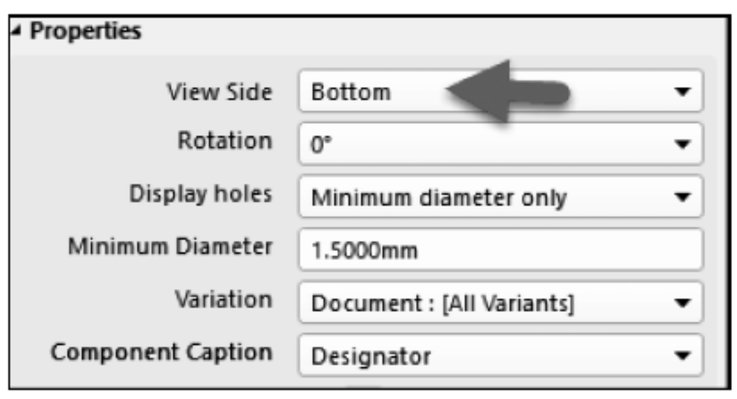

图 8-51　View Side 的修改
④ 在 Draftsman 编辑界面右侧放置一个 Board Assembly View，选择这个图形，在 Properties 选项组中，修改 View Side 属性为 Bottom，如图 8-51 所示，即可得到一个底层位号图。